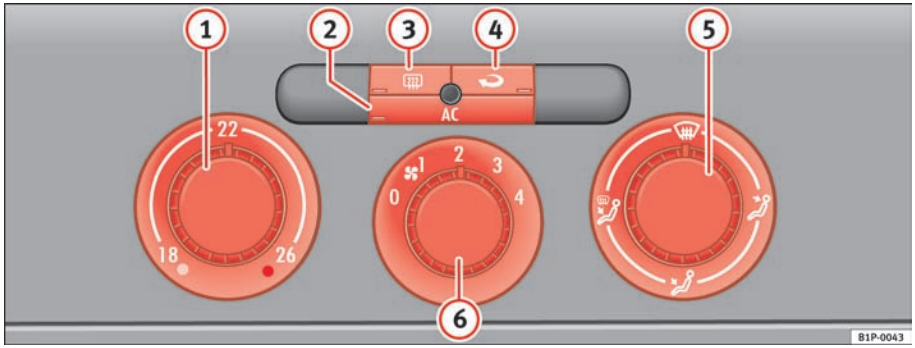

Fig. 109 On the dash panel: Climatic controls
– Turn the temperature selector ⇒ fig. 109 (1) clockwise to select the required temperature.